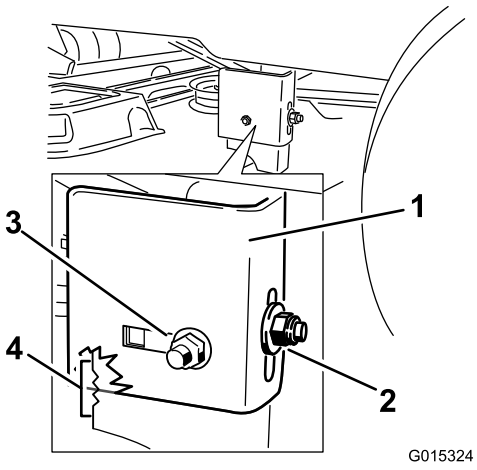
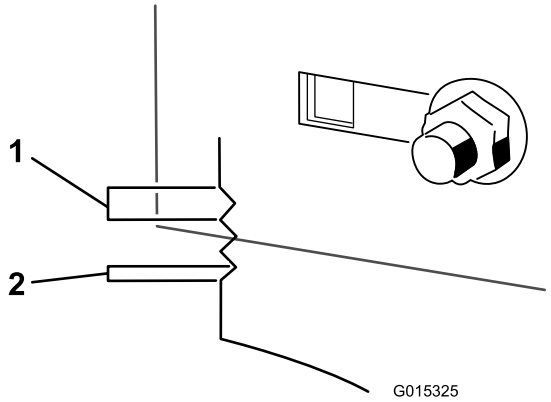

Figuur 62
Figuur 63
9. Draai de achterste borgmoer op de ophangbeugel los (Figuur 62).
10. Draai de borgmoer aan de zijkant op de ophangbeugel los genoeg om de hanger te kunnen verstellen (Figuur 62). Gebruik de inkepingen op de gelaste beugel om de aanpassing af te meten. Elke inkeping komt overeen met 0,25 inch (iets minder dan 6,5 mm) en één zijde met 0,125 inch (iets minder dan 3,2 mm) (Figuur 63). Stel de hoogte van het maaidek in naar wens.
11. Houd het maaidek op de ingestelde stand en draai de borgmoer aan de zijkant op de ophangbeugel vast om het maaidek in de nieuwe stand vast te zetten (Figuur 62). Draai de achterste borgmoer op de ophangbeugel los.